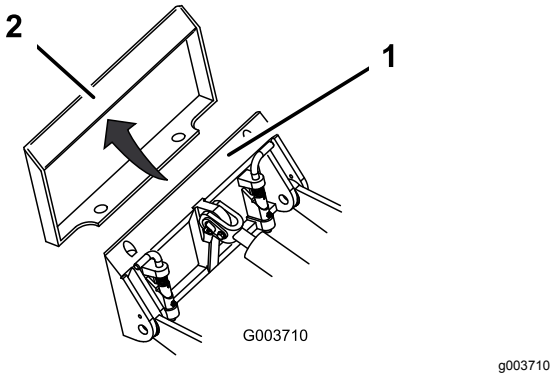

**Figur 15**
4. Stick in fästplattan i det övre fästet på redskapets kopplingsplatta (Figur 15).